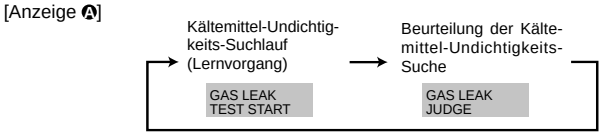

Fig. 8-2
② Drücken Sie die CLOCK (▽) -Taste und wählen Sie [GAS LEAK TEST START] (START DES GASUNDICHTIGKEITS-TESTS) (Fig. 8-2)